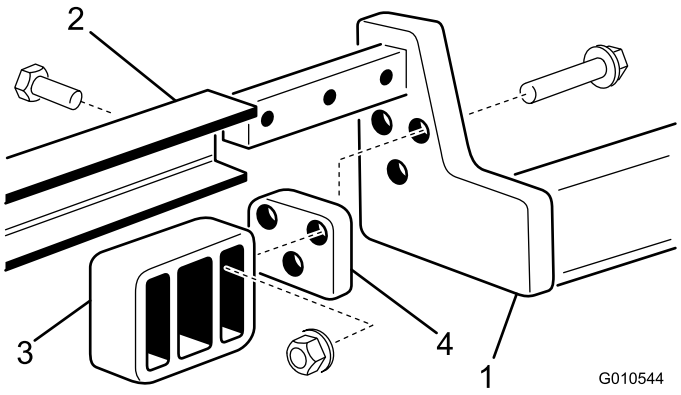

Figuur 6
3. Monteer een achtersteun op elke hefarm met 3 bouten (3/8 x 2 inch), afstandsstukken en flensmoeren zoals wordt getoond in Figuur 6.
4. Schuif het draagframe op de hefarmen en lijn de montage-openingen uit. Bevestig beide zijden van het draagframe aan de hefarmen met 3 bouten (1/2 x 1-1/2 inch). Draai de bout vast met een torsie van 95-108 Nm (Figuur 6).